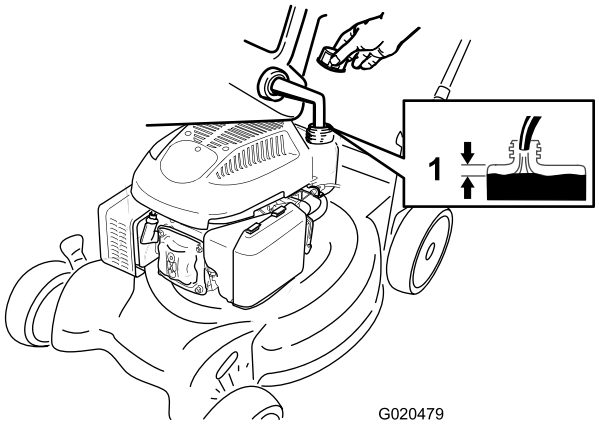

Bild 10
1. Reinigen Sie den Bereich um den Tankdeckel und nehmen den Deckel ab (Bild 10).